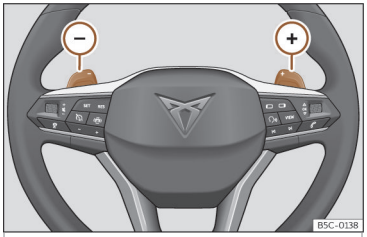

Fig. 146 Volante: palancas para cambio automático.
- Pulse la leva de cambio (+) para insertar una marcha superior›› **fig. 146**.